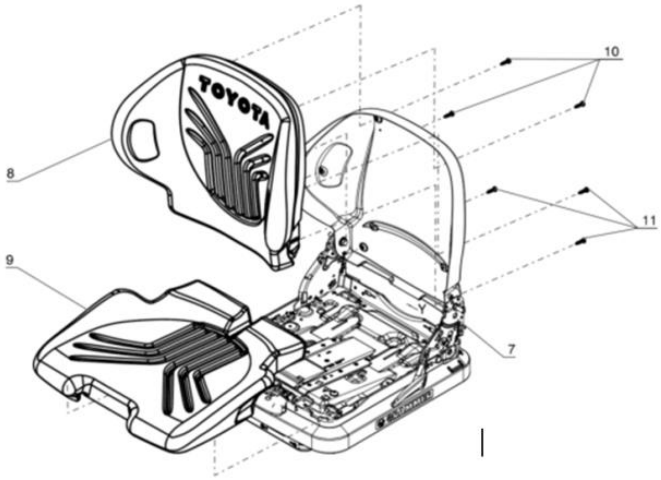

Bild 2.5.2
- Bei ähnlichen Teilen mit unterschiedlichen Sachnummern muss jedes Teil mit Positionsnummer aufgeführt werden (*siehe Bild 2.5.2*).